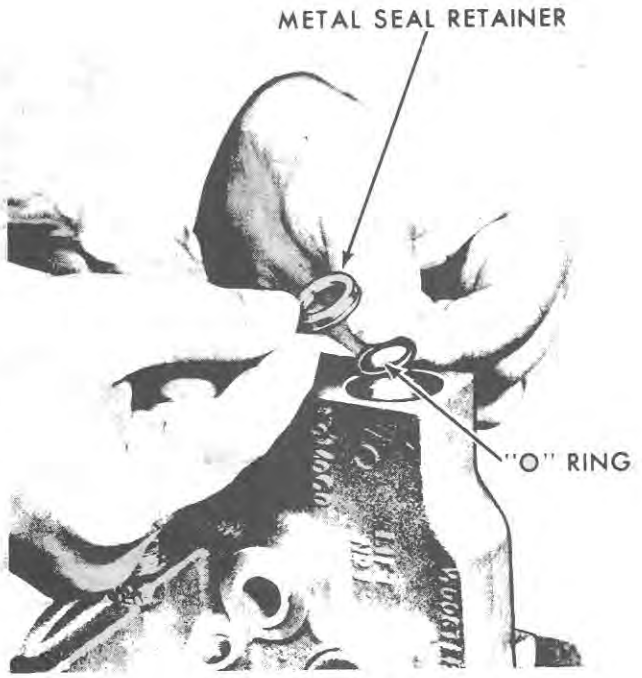

Figure 11
4. Push the handle end of the spool(s) approximately 3/4 inch (19.05 mm) out of the rear of the valve body to permit the installation of the front O-ring(s) and retainer(s), Figure 11.